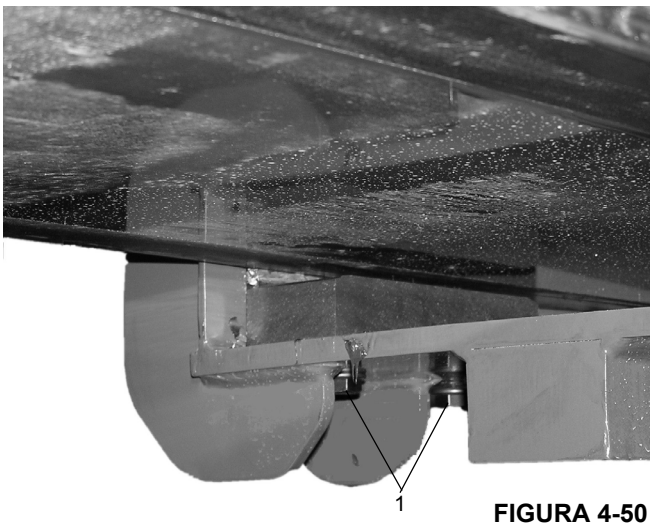

FIGURA 4-50
9. Eleve la sección de extremo levemente e inserte la almohadilla de desgaste inferior en su lugar y fíjela con los pernos retenedores. Inserte los pernos (Figura 4-50, 1) en la parte inferior de la sección central exterior.